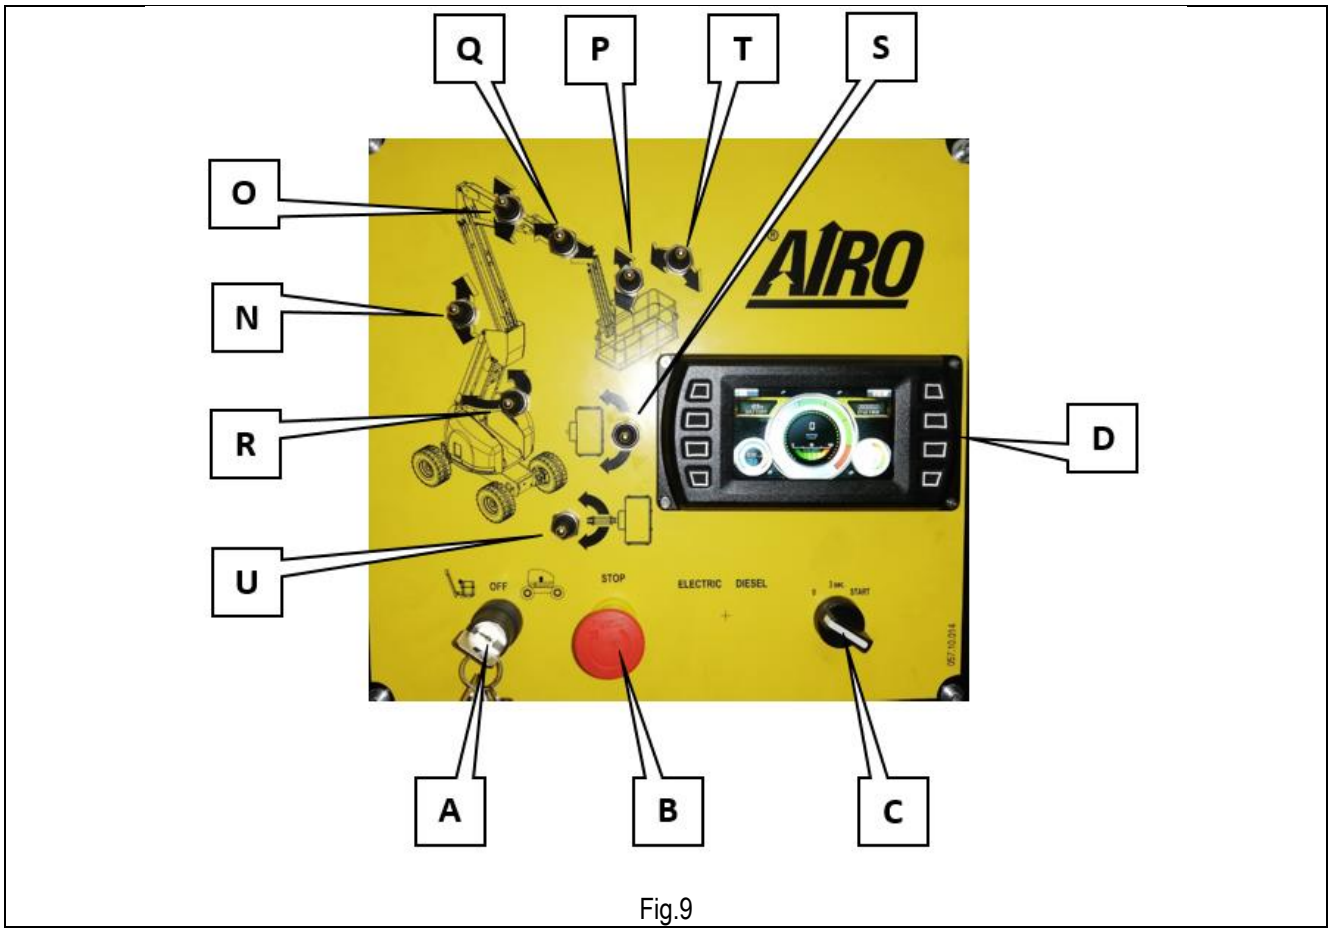

Fig.9
Il pannello di comando OPZIONALE (Fig.9), ha le stesse caratteristiche di uno STANDARD, con la differenza dell'interfaccia grafica equipaggiata di DISPLAY MURPHY per la gestione della rigenerazione del FAP (Filtro Anti Particolato, o DPF Diesel Particulate Filter), obbligatorio in alcuni paesi nel rispetto delle più recenti normative in materia di emissioni atmosferiche (Tier4final /StageV). Inoltre, il pannello OPZIONALE si differenzia anche per le spie di segnalazione che sono situate solo sul pannello di comandi in piattaforma.
- Sul pannello selezionare i comandi a terra con il selettore a chiave "A" di Fig.9;